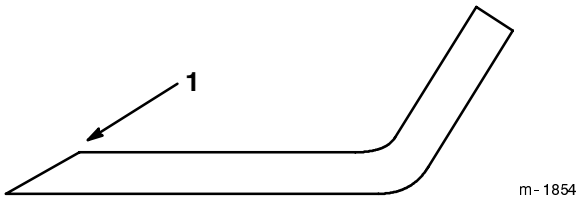

Bild 24
1. Schärfen Sie die Schneidkanten an beiden Enden des Schnittmessers mit einer Feile (Bild 24). Behalten Sie den ursprünglichen Winkel bei. Das Schnittmesser behält seine Auswuchtung bei, wenn von beiden Schneidkanten die gleiche Materialmenge entfernt wird.